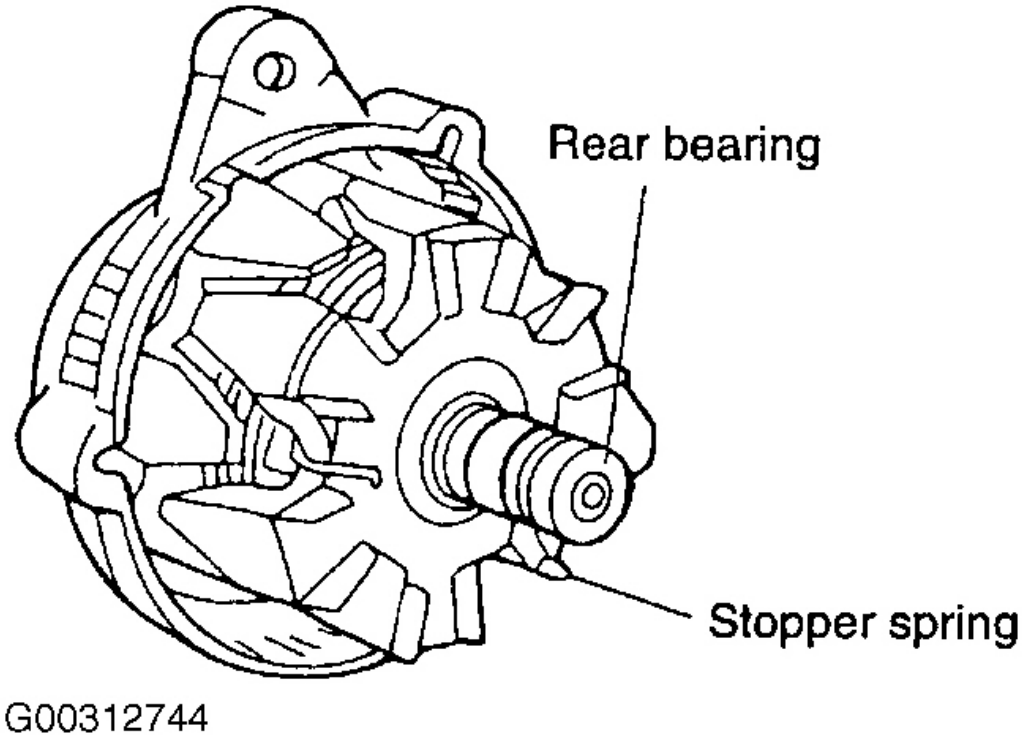

Fig. 30: montaje de cojinete trasero y aro de tope
6. Ensamblar cojinete trasero y el resorte de tope. Ver **La Fig. 30** .